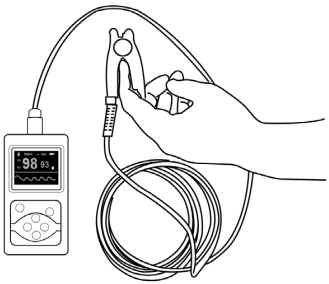

Afbeelding 6
- De vinger moet correct worden geplaatst (zie bijgevoegde afbeelding 6), omdat onjuiste plaatsing of onjuiste contactpositie voor de sensor de meting zal beïnvloeden.
A. Steek de vinger in de sonde. Verwijs naar afbeelding 6.
(Werkelijke sonde kan verschillen van afbeelding 6; verwijs naar de bij het apparaat geleverde sonde)